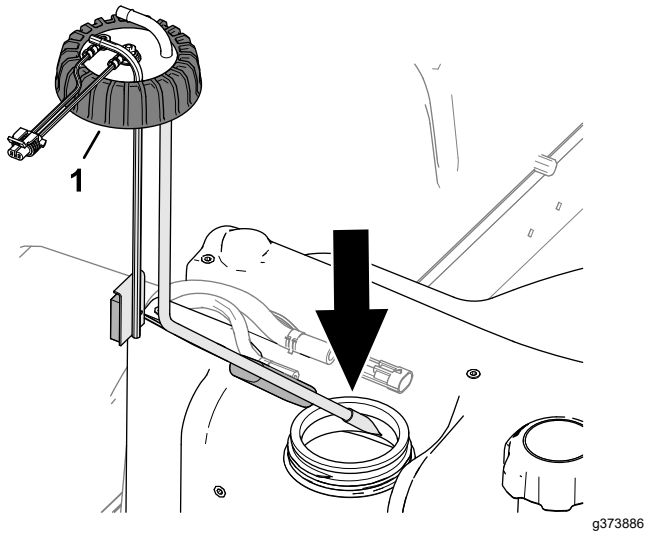

Figuur 123
2. Monteer de brandstofaanzuigbuis en de vlotter voorzichtig in de brandstoftank (Figuur 123).